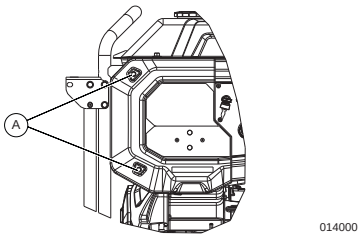

Figure 4-5. Remove Screws
1. See ***Figure 4-5***. Remove bolts (A) on control panel cover using a 10mm wrench.